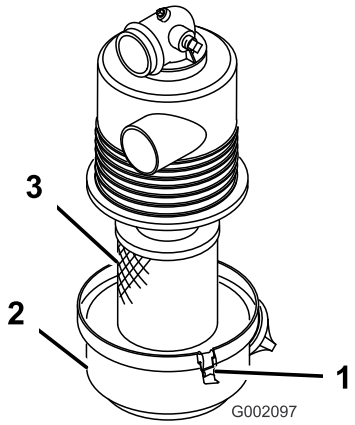

Figuur 25
3. Maak de sluitingen los waarmee het deksel van het luchtfilter is bevestigd aan de luchtfilterbehuizing. Verwijder het deksel van de luchtfilterbehuizing. Reinig de binnenkant van het luchtfilterdeksel (Figuur 25).
4. Schuif het filter voorzichtig uit de luchtfilterbehuizing om zo weinig mogelijk stof te verplaatsen (Figuur 25). Zorg ervoor dat u niet met het filter tegen de luchtfilterbehuizing stoot.